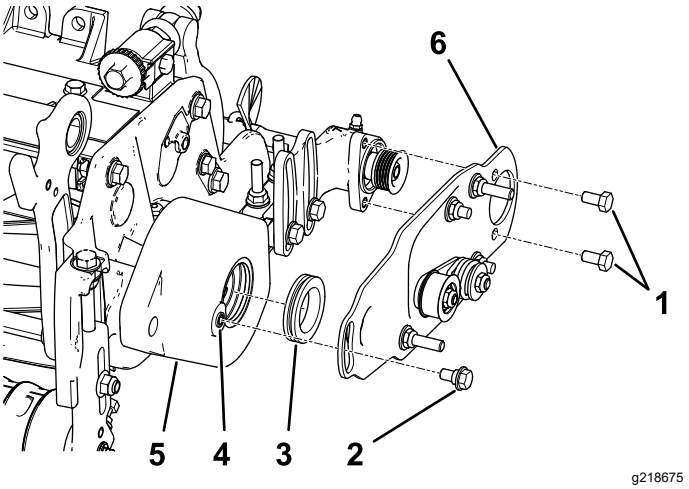

図 12
2. ローラブラシハウジングのハトメの内側にグリスを塗る図 12。
3. 左または右ローラブラシのピボットプレートを取り付ける図 12。
注 底部に、アイドラプーリアセンブリが 図 12のように取り付けられていることを確認してください。
4. ボルト2本 5/16 x ½" にロッキングコンパウンドを塗り、これを使ってブラシプレートをローラブラシ用ベアリングハウジングに取り付ける図 12。
5. ショルダボルトをねじ込む前に、タップ5/16-18を使ってローラブラシハウジングのねじ山についているペイントを完全に除去する 図 12。
6. ショルダボルトにロッキングコンパウンドを塗布する図 12。
7. ショルダボルトを使って、ブラシプレートをローラブラシハウジングに取り付ける図 12。